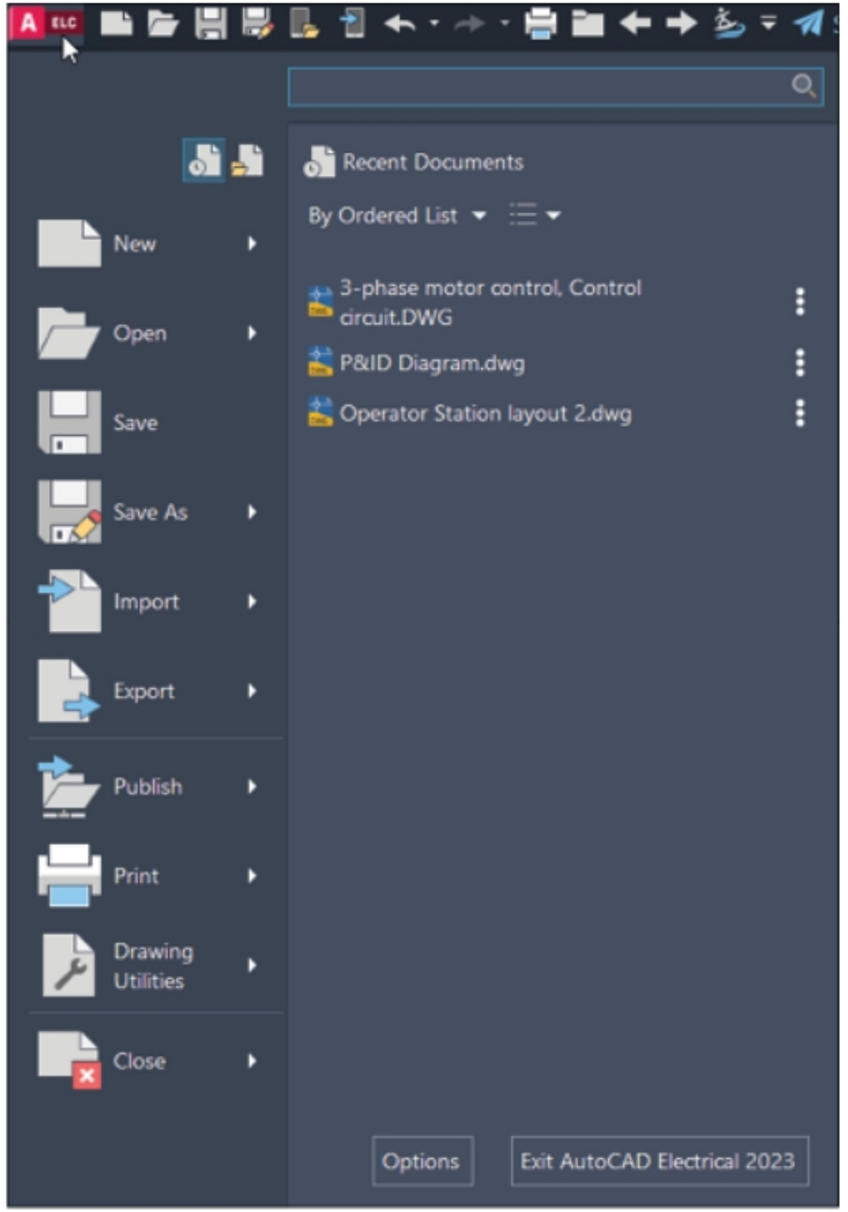

Figure-17. Application menu
- Click on the **Application** button . The **Application Menu** will be displayed; refer to Figure-17.